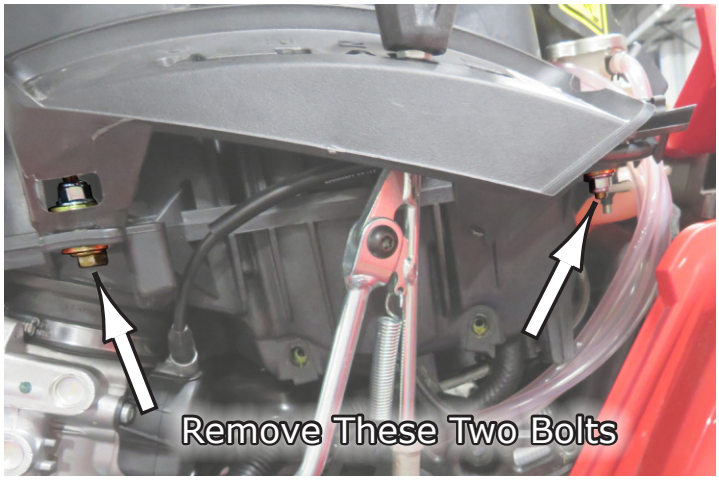

**Fig.30**
**25**.After the linkage is released, now you need to remove the bolts to the linkage cover and shifter. **Fig.30** shows these two bolts that need to be removed.
**42**. After the grommet is installed on the Lower Rod from your kit, now you can mount it back in place where you had previously removed the silver cap attaching the lower part of the factory rod back in **Fig.30**. You will install the cap over the rod and grommet and secure it to the frame using the same factory bolts you removed previously. See **Fig.53-54**.